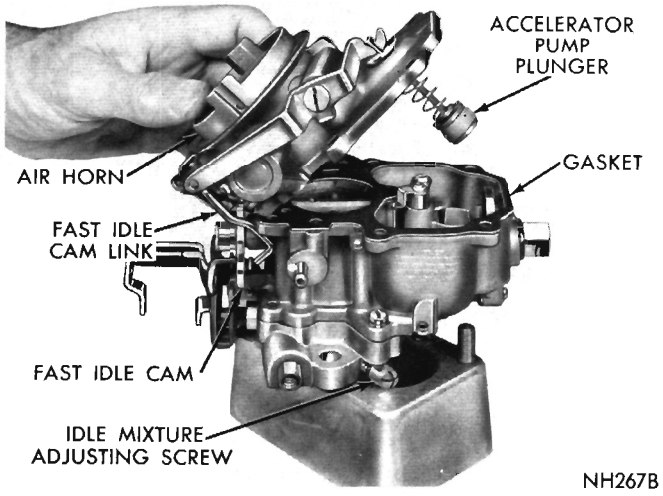
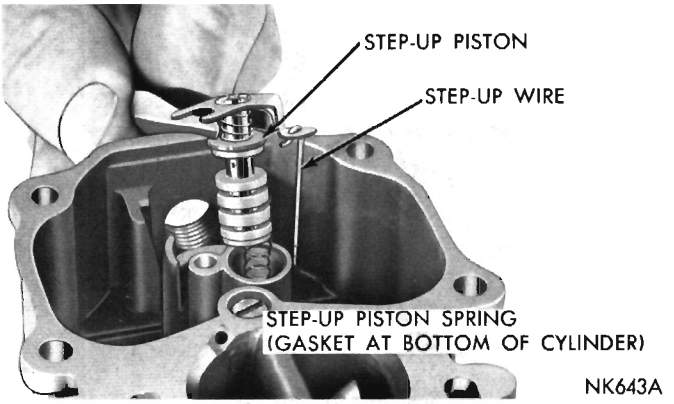

Fig. 3—Removing or Installing Air Horn
Fig. 4—Removing or Installing Step-up Piston
(6) Remove air horn retaining screws. Remove dash pot.
(7) Tilt air horn toward throttle lever far enough to disengage fast idle cam link from the fast idle cam, (Fig. 3). Lift air horn up and away from main body. Discard gasket.
(8) Disengage accelerator pump plunger from rocker arm, by pushing up on bottom of plunger and sliding plunger shaft off hook. Slide plunger out of air horn and remove bowl vent valve, spring seat and spring. If old plunger can be used again, or if a new plunger is to be installed, place plunger in a jar of clean gasoline or kerosene to prevent leather from drying out.
(9) Remove fuel inlet needle valve, seat and gasket from main body.
(10) Lift out float fulcrum pin retainer, then lift out floats and fulcrum pin.
(11) Remove step-up piston retaining screw, and slide step-up piston and rod out of well, (Fig. 4). Now lift out the step-up piston spring. Remove step-up piston gasket from bottom of the well.
(8) Slide step-up piston gasket down into position in piston well, then install step-up piston spring and step-up piston and rod (Fig. 4). Install retaining screw and tighten securely. Carefully guide step-up rod into main metering jet. Be sure step-up piston slides freely in its cylinder. A step-up piston stuck in **UP** position will cause a rich mixture at part throttle, whereas a piston stuck in **DOWN** position will cause a lean mixture at wide open throttle and poor acceleration.